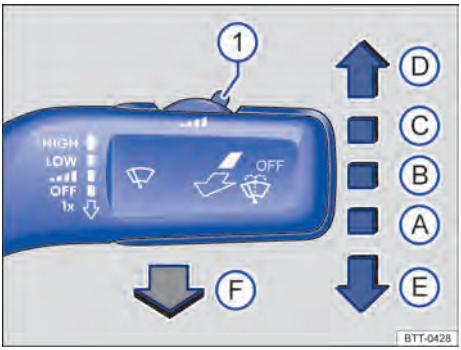

Fig. 78 Comandar os limpadores do para-brisa.
- Pressionar a alavanca dos limpadores do para-brisa brevemente para baixo ⇒ Fig. 78 (E).